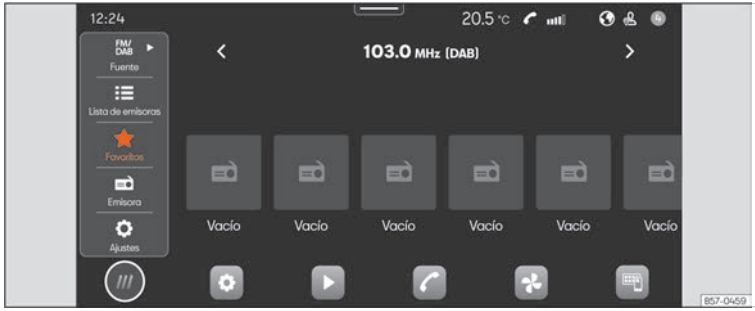

Fig. 134 Representació esquemàtica: Vista Radio.
- Premeu **HOME** > ››› fig. 134.